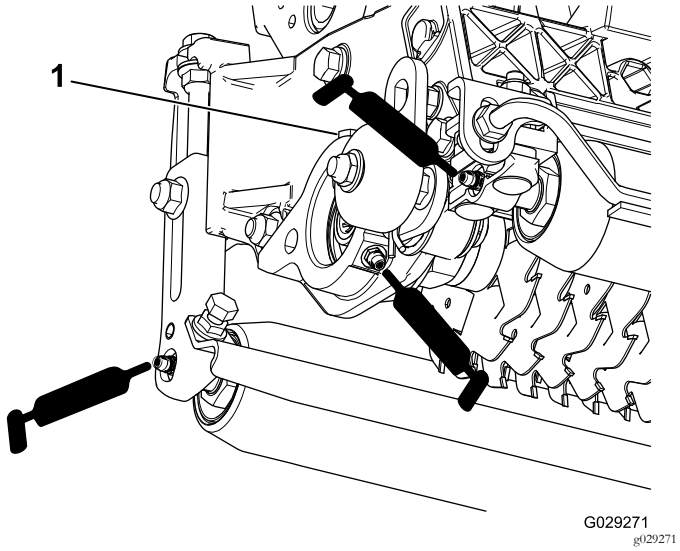

図 16
一週間ごとに、5ヶ所のグリスポイント図 16にNo.2リチウム系汎用グリスを注入します。
2. ローラのシールやベアリングのリリーフバルブからきれいなグリスがはみ出てくるまでグリスを注入する 図 16。